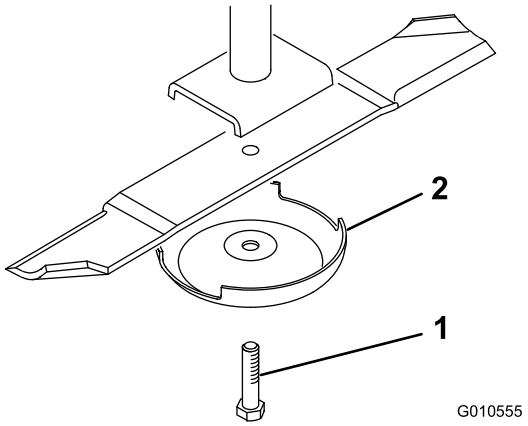

Figur 24
4. Hold enden av kniven med en fille eller en tykk hanske. Fjern knivbolten, antiskalperingsvernet og kniven fra spindelakselen (Figur 24).